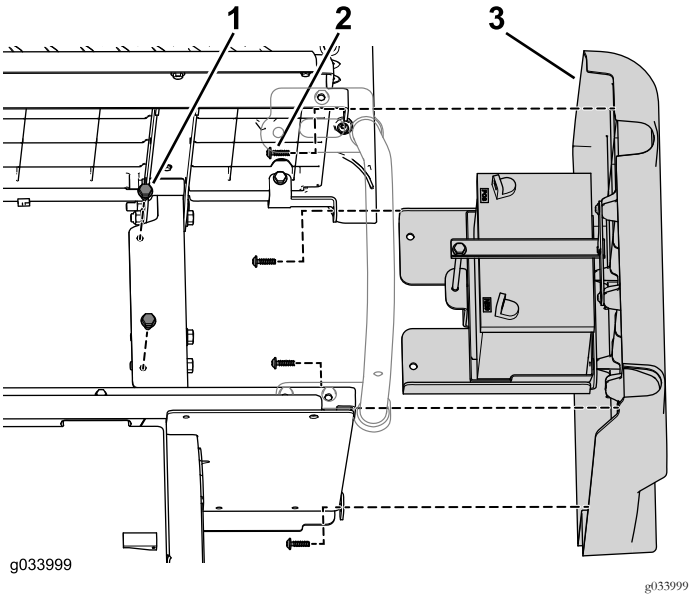

Bild 45
3. Befestigen Sie die ursprüngliche rechte Platte mit den entfernten Befestigungen an den Platten des hinteren Sitzunterteils (Bild 45).